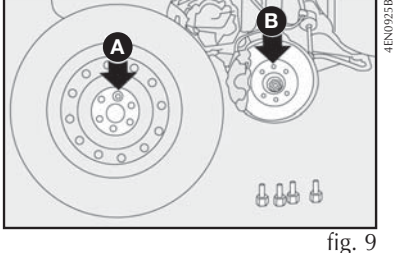

fig. 9
6) montar a roda sobressalente, encaixando os furos **A-fig. 9** com os respectivos pinos **B**;